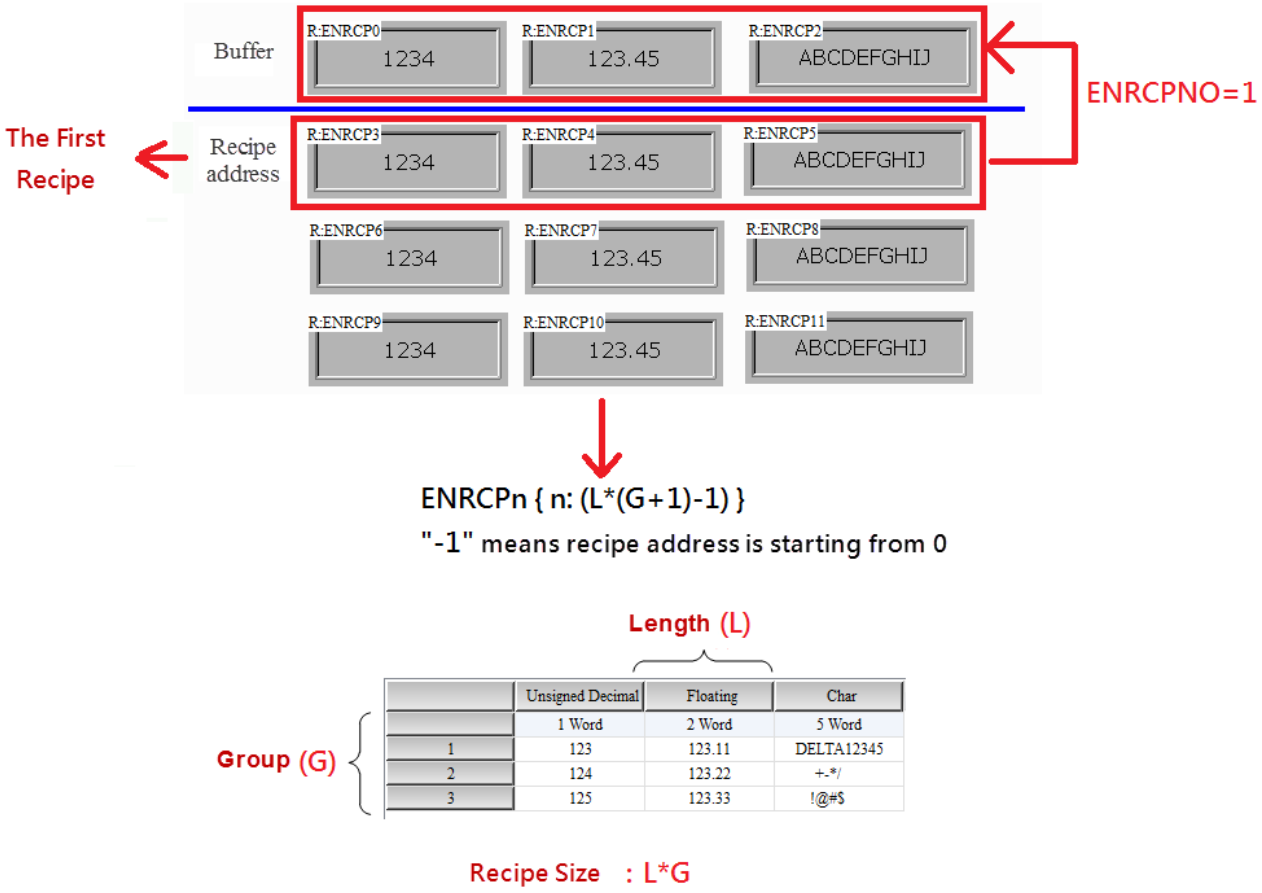

Figure 23-4-3 Enhance Recipe Buffer Area Configuration
- ✓ ENRCP0 ~ ENRCP2 are the buffer areas of recipe. The actual recipe data is ENRCP3 ~ ENRCP11. Please refer to Figure 23-4-3 Enhance